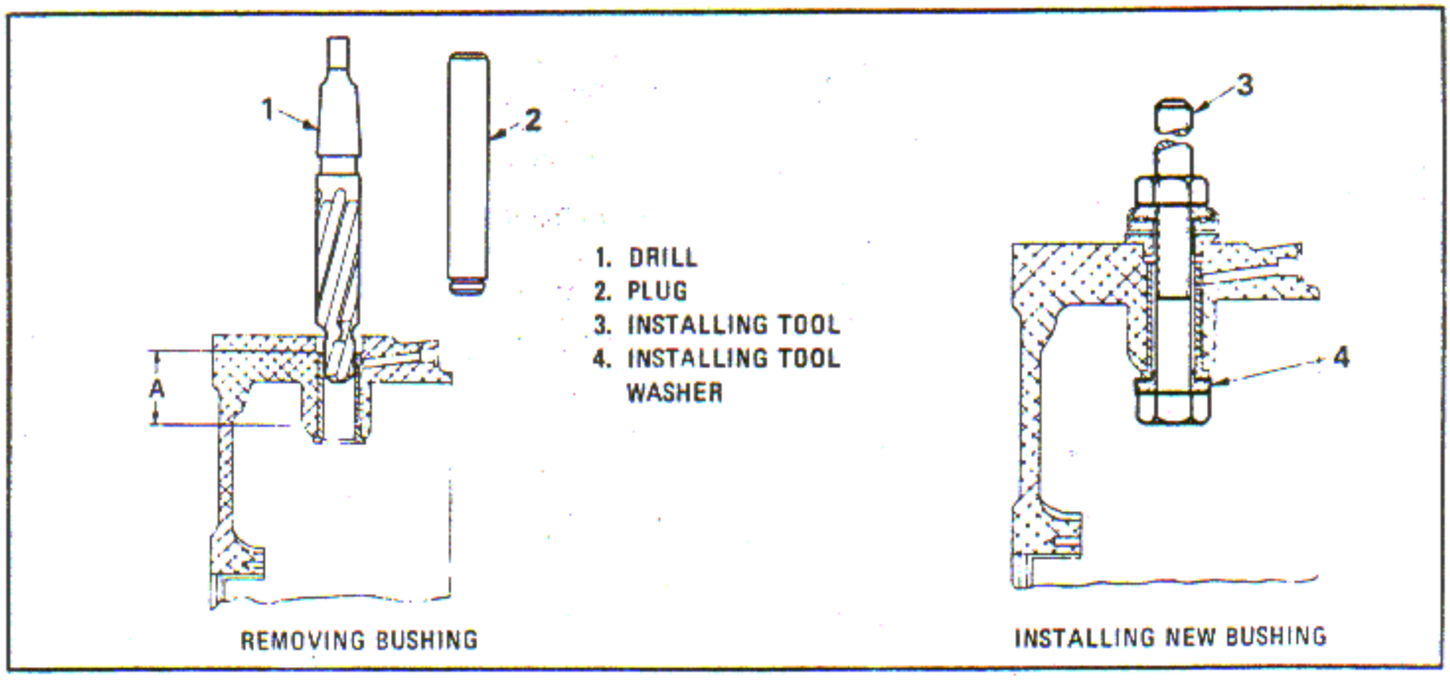

Figure 6-48. Removing Governor Drive Gear Shaft Bushing and Installing New Bushing
c. Drill the bushing using drill (1, figure 6-48) to dimension A, which is 2-1/8 inches. Employ a fine feed, keeping the drill clear of chips.
d. Drive out remaining shell with plug (2).